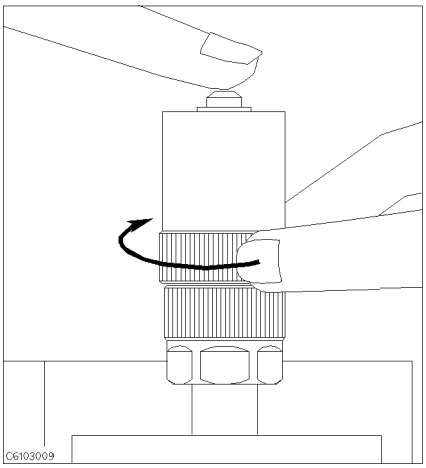

Figure 3-6.
5. Connect the 0 S termination to the APC-7® connector as shown in Figure 3-6.